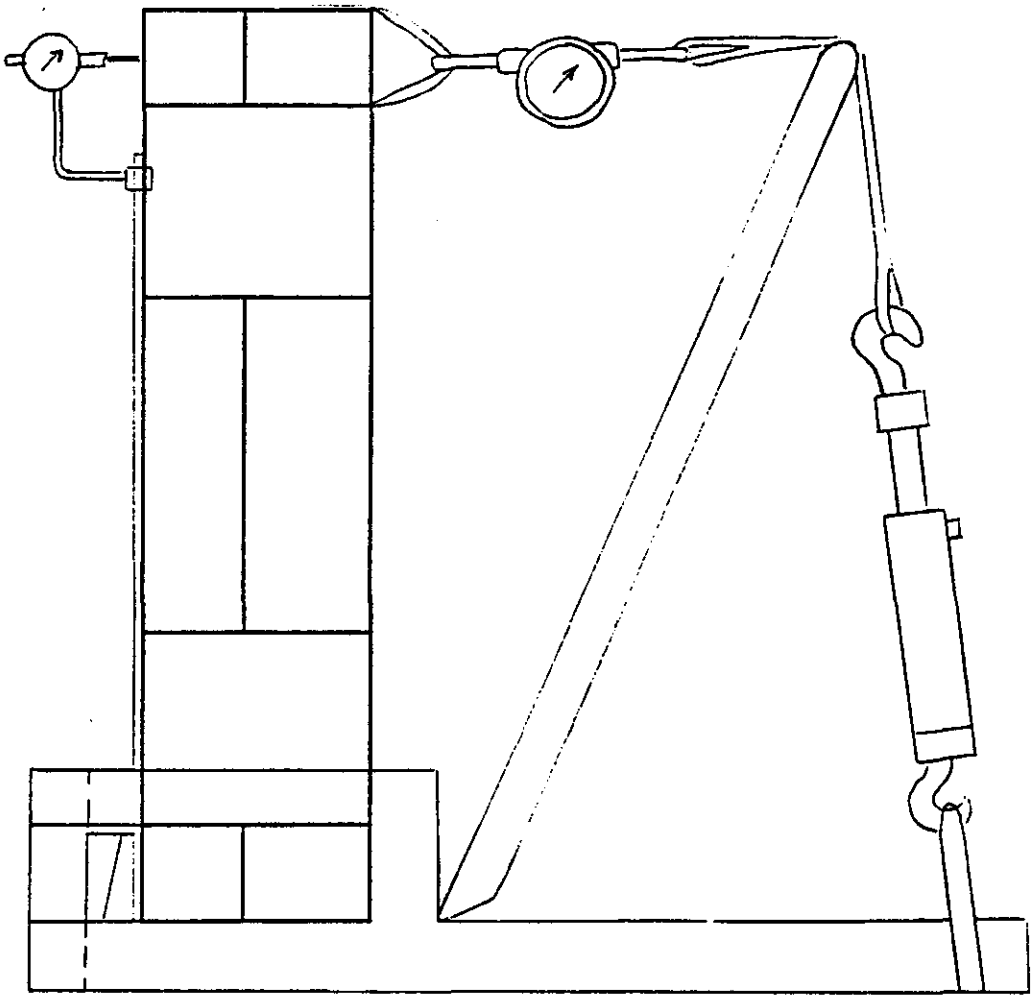

Figure 2 - Longitudinal Loading for Y-Z Plain Deflection and Corner Bolt Load
3.2.2 In Figure 2, the bottom block is held stationary to allow the bending force to act on the middle of the top block to simulate load case #2. The estimated bending force is about 300 lbs which is 10% of the vertical deadweight of the ring. However, a higher force may be required to produce more deflection for measurement's sake.